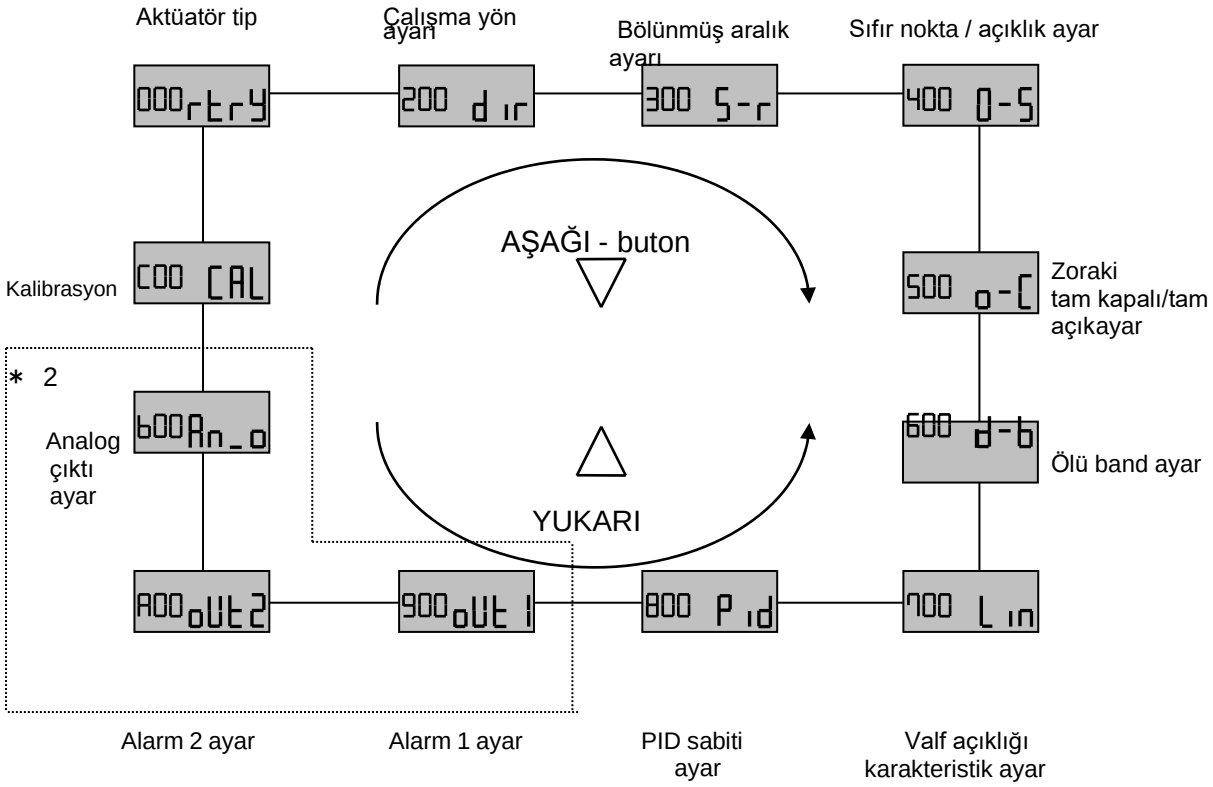

Fig 23
(1) İlk kez bir giriş akımı girildiğinde, sadece parametre modu seçilebilir. "■İlk Ayarlama"ya göre konumlandırıcıyı kalibre edin.
(2) (1)'den sonra, bir giriş akımı girildiğinde ilk olarak otomatik mod görüntülenir.
(3) Parametre kodu Fig. 23'te gösterilmiştir.Standart ürün (opsiyonsuz) 8 ayar seçeneğine sahiptir. Opsiyon çıkışlı üründe 11 ayar öğesi vardır. Aşağı/yukarı butonu ile (▽ or △) parametreleri sırayla seçin).
(4) Parametreler, yanıp sönen parametre kodları ile durur ve kodlar, ayar butonuna (↻+△) 1 saniye veya daha fazla basılarak değiştirilebilir. Bir değeri değiştirmek için aşağı / yukarı butonuna (▽ or △) basın. Değere karar verildikten sonra mod butonuna (↻) basarak parametre kodunun yanıp sönme durumuna geri dönün* 1.
(5) Alt hiyerarşiye girmek için ayar düğmesine (↻+△) 1 saniye veya daha fazla basın. Geri dönmek için mod düğmesine (↻) 1 saniye veya daha fazla basarak bir alt menü görüntüleyin.
(6) Parametre kodlarının ayrıntıları için bir sonraki sayfa olan "■Parametre Kodu Detayı"na bakın.
* 2: Fig. 23'te kesik çizgi ile çevrelenmiş parametre, standart tip (IP8101-0 * 0) veya HART iletişimi olan ürün (IP8101-0 * 3) için gösterilmeyecektir.